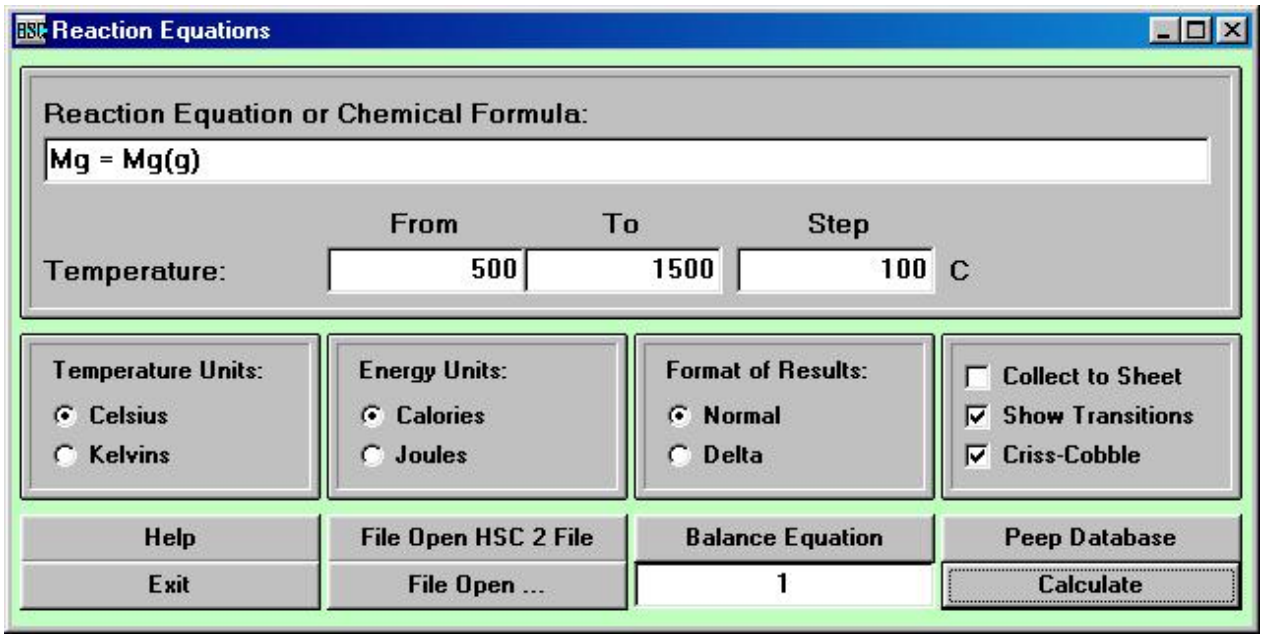

Fig. 5. Input data for Reaction Equation calculations.
Vapor pressures **p** can be calculated by writing the reaction equation for the vaporization reaction concerned. For example, for pure magnesium the equilibrium is Mg = Mg(g), Fig. 5. The activity **a** of pure magnesium is 1 and thus the vapor pressure in bar is equal to the equilibrium constant according to Eq. (10) in Chapter *8. Introduction* and Eq. (1). See also Fig. 6.